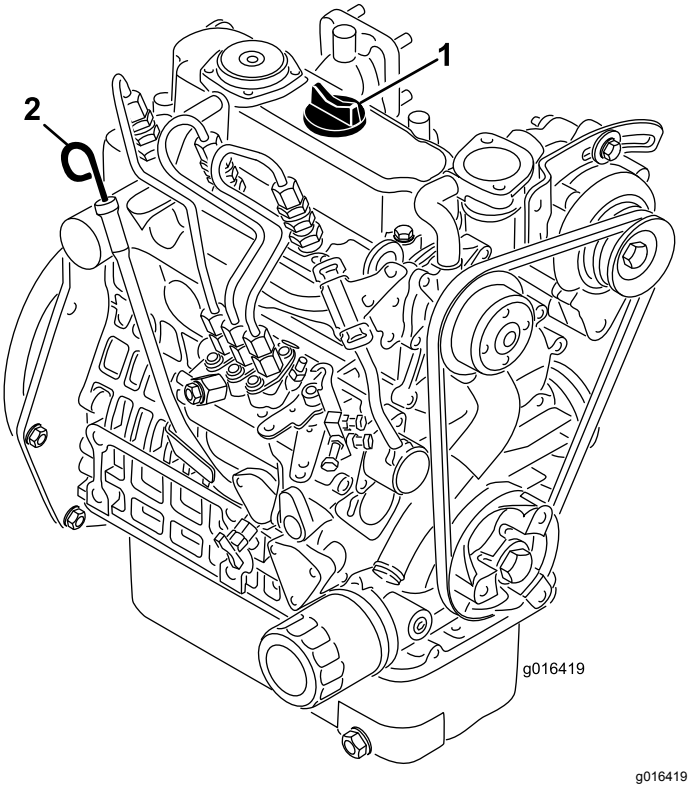

**Rysunek 22**
2. Wyjmij wskaźnik poziomu i wytrzyj go czystą szmatką (Rysunek 22). Wsuń wskaźnik poziomu do szyjki i upewnij się, że jest on wsunięty do końca. Wyjmij wskaźnik poziomu z rurki i sprawdź poziom oleju. Jeśli poziom oleju jest niski, odkręć korek wlewu na pokrywie zaworu i **powoli** dodawaj olej aż do osiągnięcia poziomu oznaczenia Full (pełny) na wskaźniku poziomu. Dodawaj olej powoli i w trakcie tej czynności sprawdzaj jego poziom. **Nie przepełniaj zbiornika**.